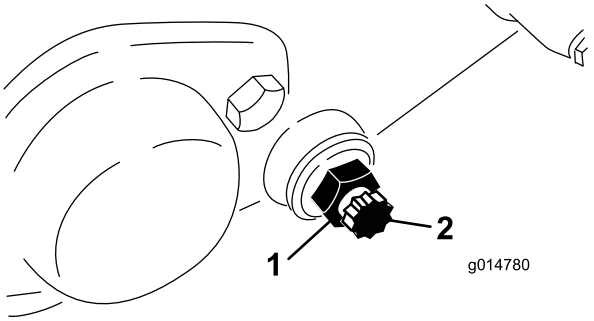

Rysunek 55
3. Po każdej stronie urządzenia poluzuj przeciwnakrętkę mocującą śrubę noża dolnego (Rysunek 55).
4. Zdemontuj każdą śrubę noża dolnego, umożliwiając tym samym usunięcie i demontaż noża dolnego z urządzenia. Pozostaw 2 nylonowe i 2 tłoczone stalowe podkładki na każdym końcu noża dolnego (Rysunek 55).